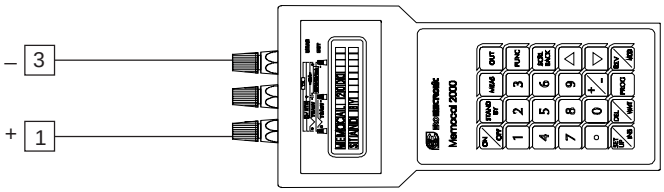

Fig. 6
2) Connect the instrument under test to the calibrator as shown in Fig. 6.